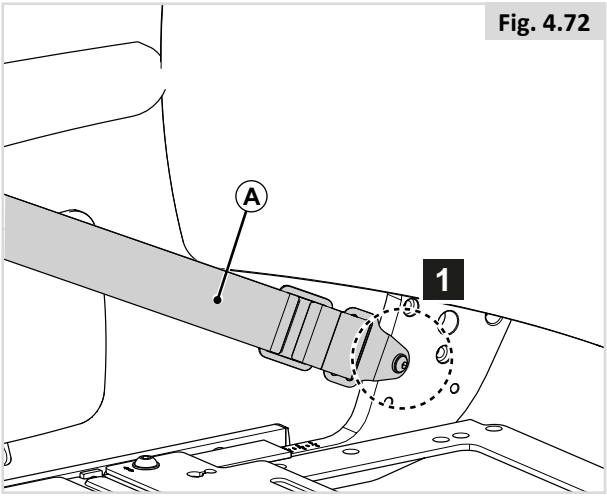

Fig. 4.72
1. Fixez (A) au châssis à l'aide d'une vis à gauche et à droite. (Fig. 4.72)